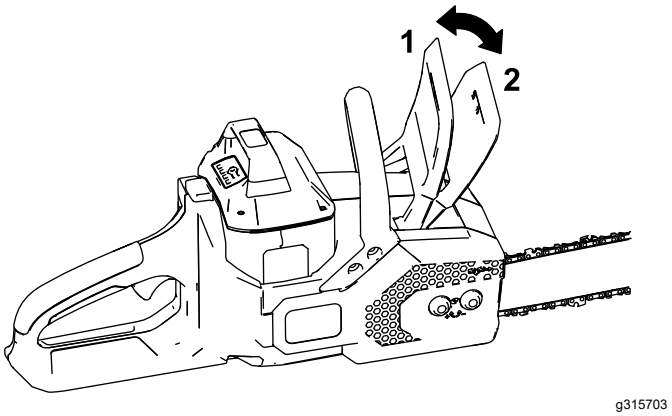

**Figur 8**
6. Sørg for, at kædebremsen er i BETJENINGS-positionen (Figur 8).
Når du ikke bruger saven eller transporterer saven til eller fra arbejdsområdet, skal du placere kædebremsen i STOP-position (Figur 8) og fjerne batteripakken.